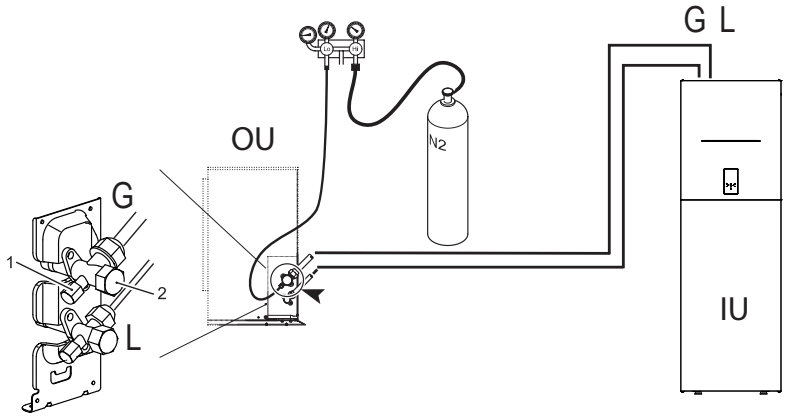

fig. 13 - Prova di tenuta all'aria e rilevamento delle perdite
- Con rubinetti dell'unità esterna completamente chiuse, rimuovere il tappo del rubinetto di servizio (part 1 - fig. 13) e il raccordo (part 2 - fig. 13) della valvola gas (quella più grande)